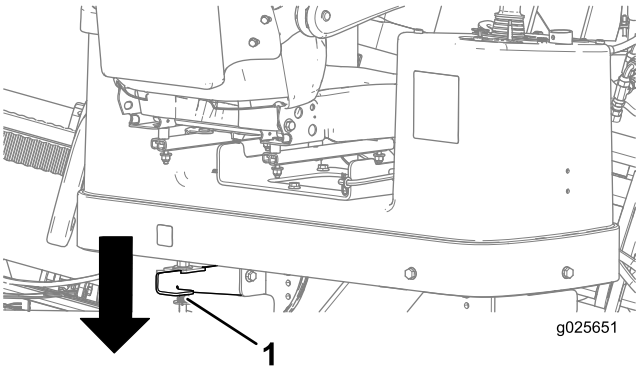

Rysunek 39
5. Nacisnąć w dół tylny zatrzask mocowania podestu operatora i odchylić go do żądanej pozycji w taki sposób, aby zablokował się na swoim miejscu (Rysunek 39).